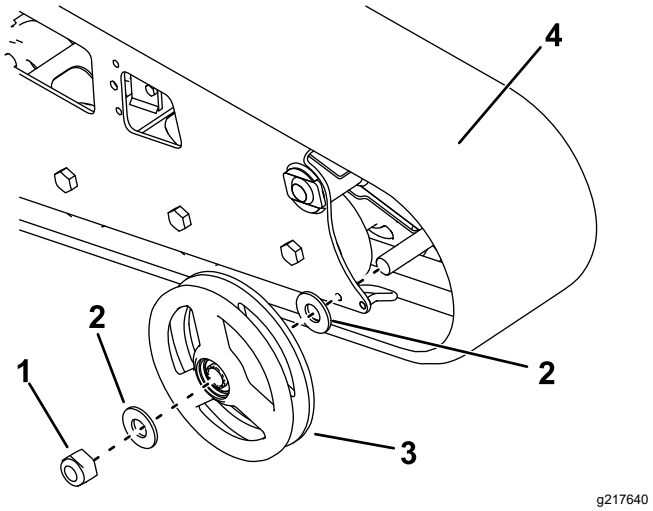

**Rysunek 66**
7. Odkręć nakrętkę mocującą zewnętrzne koło przednie, a następnie zdejmij koło (Rysunek 66).
8. Zdejmij gąsienicę (Rysunek 66).
9. Zdejmij dwie duże podkładki z kół zewnętrznych, jedną po każdej stronie każdego z kół (Rysunek 66).
12. Załóż nową gąsienicę (Rysunek 66).
13. Załóż zewnętrzne koło przednie i zabezpiecz je wcześniej odkręconą nakrętką (Rysunek 66).